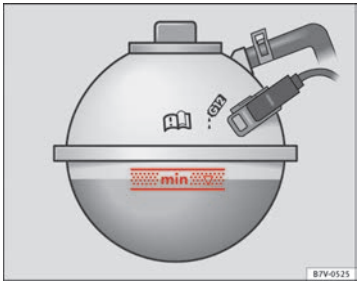

Fig. 108 In the engine compartment: Marking on coolant expansion tank.
- When the engine is cold, check the coolant level using the side marking on the expansion tank ⇒ fig. 108.
- The engine coolant level should be between the marks on the coolant expansion tank ⇒ fig. 108. **Do not exceed the top level of the marked area** ⇒ ⓘ.
- Only top up coolant to the top level of the marked area ⇒ fig. 108. Otherwise the excess coolant will be forced out of the cooling system when the engine is hot, causing damage.